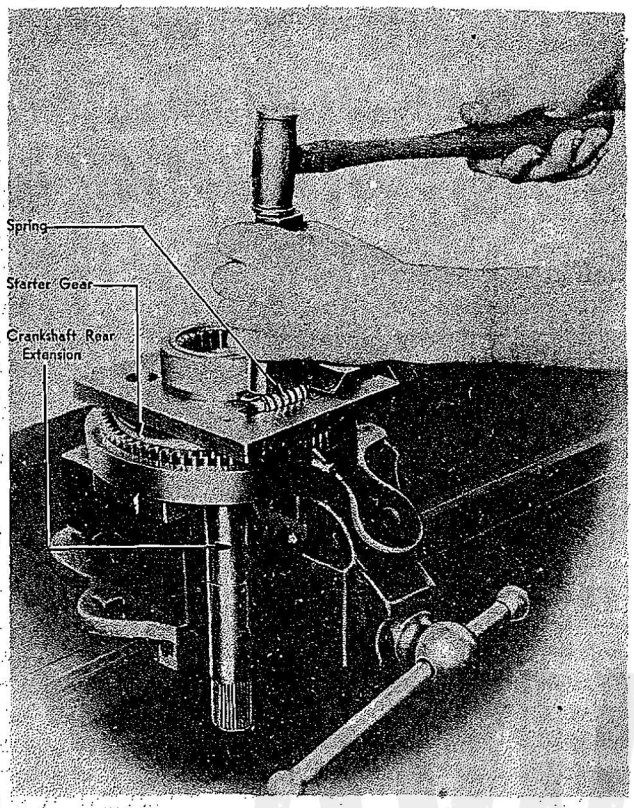

Figure 186—Assembling Accessory Drive and Starter Shafts
b. Place the accessory drive gear on the accessory drive and starter shaft, and turn the gear to engage the internal lugs on the gear with the mating ears on the shaft. Install these parts, gear end up, in holding fixture (Tool No. 800360-1) held in a vise. Install locating plug (Tool No. 800360-7) between two of the ears on the shaft. Place a spring and pin assembly in the clamping plate (Tool No. 800360-11) and compress the spring by tightening the clamp. Place the clamping plate over the end of the shaft, allowing the knurled handle of the locating plug to extend into the hole in the plate. Install the bushing (Tool No. 800360-6) in the clamping plate, over the end of the shaft, centralizing the shaft in the plate. Using the installing tool (Tool No. 800360-13), rap the springs and pins into place. Refer to Figure 186. Repeat this operation to install the remaining springs and pins, after removing the locating plug.